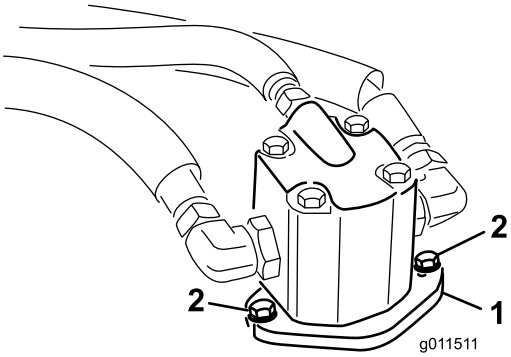

Figuur 70
4. Verwijder de bouten waarmee de hydraulische motor aan het maaidek is bevestigd (Figuur 70).